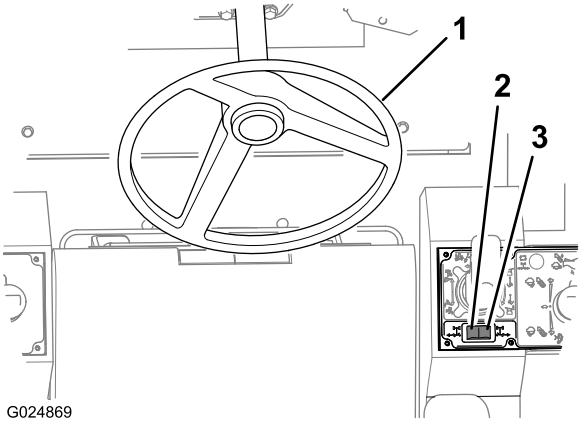

Figura 46
Utilice el volante para controlar la dirección de las ruedas delanteras (Figura 46).
- Presione el lado derecho del interruptor basculante de dirección de las ruedas traseras (Figura 46) para girar las ruedas traseras hacia la derecha (girar la máquina a la izquierda).
- Presione el lado izquierdo del interruptor basculante de dirección de las ruedas traseras (Figura 46) para girar las ruedas traseras hacia la izquierda (girar la máquina a la derecha).